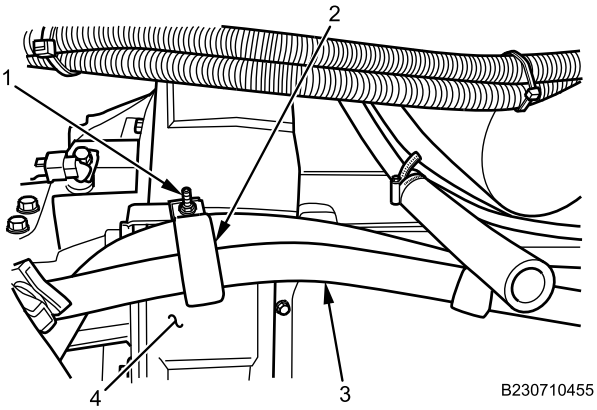

Figure 2. Flywheel Housing Retainer.
3. Remove nut (Figure 2, Item 1) and retainer (Figure 2, Item 2) securing cooler hoses (Figure 2, Item 3) to flywheel housing (Figure 2, Item 4).